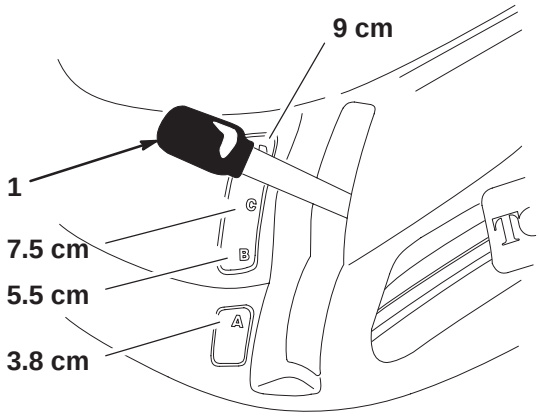

Figure 5
2. Pull on the height-of-cut lever (deck lift), move it to the desired position, and release the lever slowly until it sticks in the notch (Fig. 5).